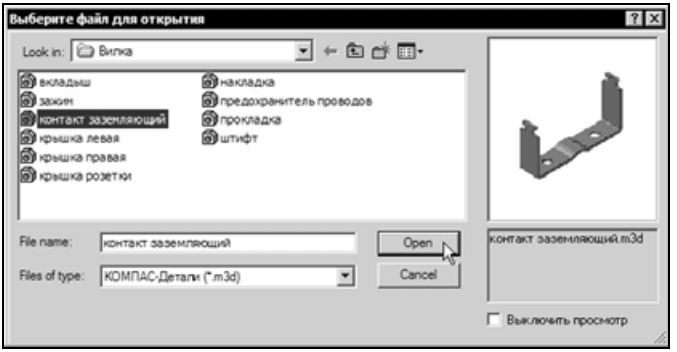

Рис. 7.10
- В диалоге выбора файлов укажите деталь **Контакт заземляющий** и нажмите кнопку **Открыть** (рис. 7.10).